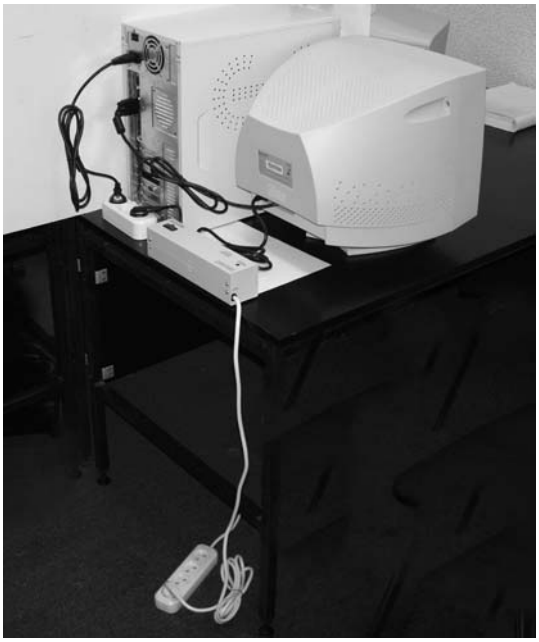

Рис. 2.
2.2.2. Разместите Изделие как указано на рис. 2. Установите переключатель на верхней крышке Изделия в положение “О”. Вставьте вилку Изделия в сетевую розетку.